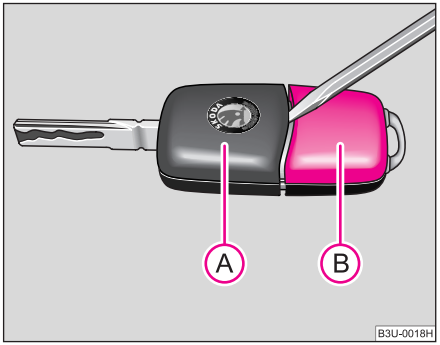

Fig. 19 Desfacerea cheii cu telecomandă
Fiecare cheie cu semnal are în componență o baterie, care se găseşte în capacul (B) al carcasei emițătorului ⇒ fig. 19. Vă recomandăm să vă adresați unei unități Škoda pentru înlocuirea ▶
– Desprindeţi cheia (A) ⇒ pagina 39, fig. 19 cu ajutorul unei şurubelniţe de carcasa (B).